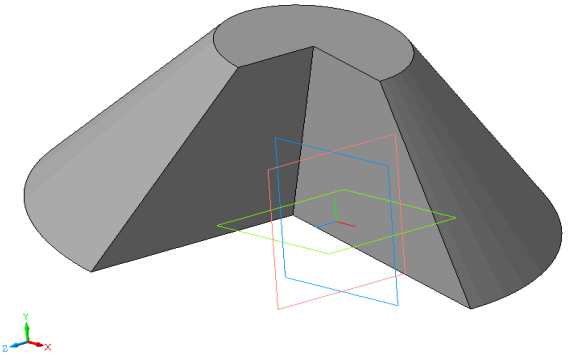

Рис. 3.10.
2.6. Вновь перейдите в режим редактирования. Отключите режим **Тонкая стенка** (**Тип построения тонкой стенки – Нет**). Вы получите часть сплошного усеченного конуса (рис. 3.10).